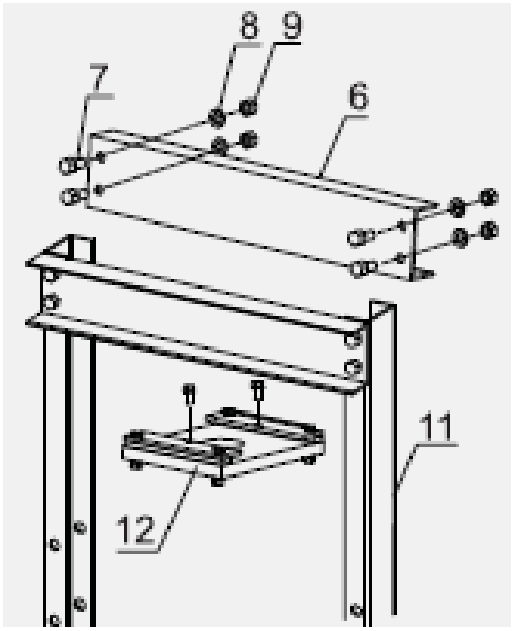

Рис. 3
4. Совместите отверстия на верхней балке (6) с отверстиями в верхней части стоек рамы (11) и закрепите их на месте болтами (7), шайбами (8) и гайками (9). Прикрепите опорную плиту толкателя (12). См. рисунок 3.